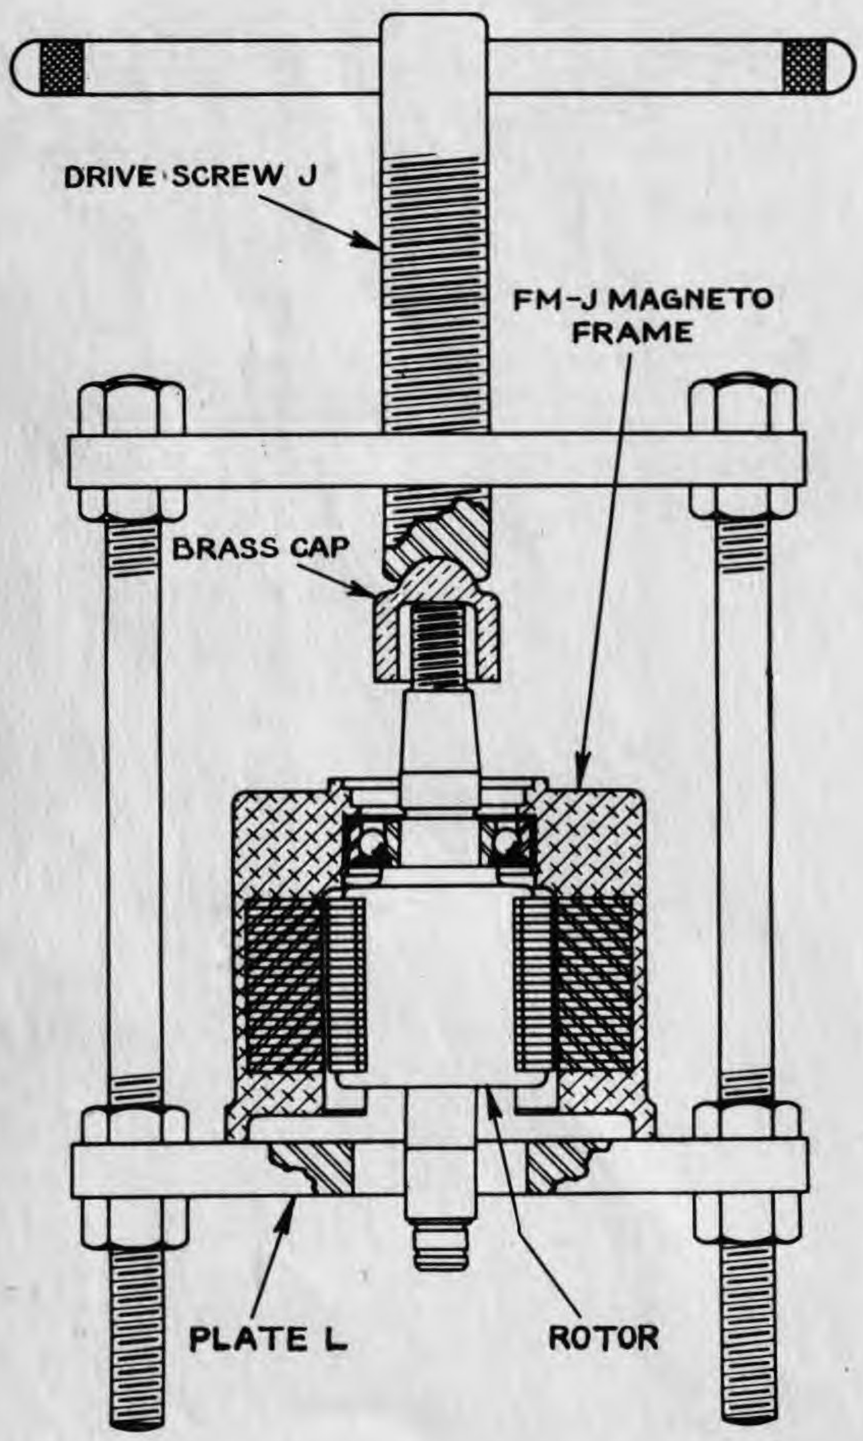

FIGURE 5 - PRESSING ROTOR OUT OF FRAME
4. Pressing Rotor Out of Frame - After the rotor shaft snap ring has been released, the assembly is placed in the adjustable press as shown in Figure 5. The cam end of the rotor shaft should be carefully centered in the large hole of the base plate L. Then place the brass protective cap over the threaded end of the rotor shaft and apply an even pressure by turning the drive screw J slowly. As soon as the rotor is pressed out of the thrust ball bearing, it may be removed from the magneto frame.